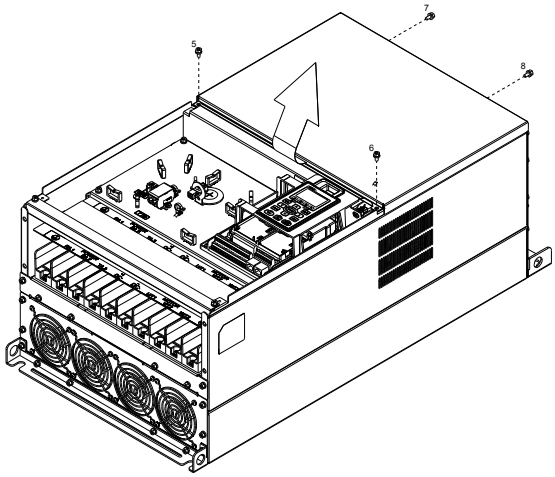

Figure 2
2. Loosen the screw (figure 2) and removes the cover. Screw torque: 24~26kg-cm [20.8~22.6lb-in][2.35~2.55 Nm].